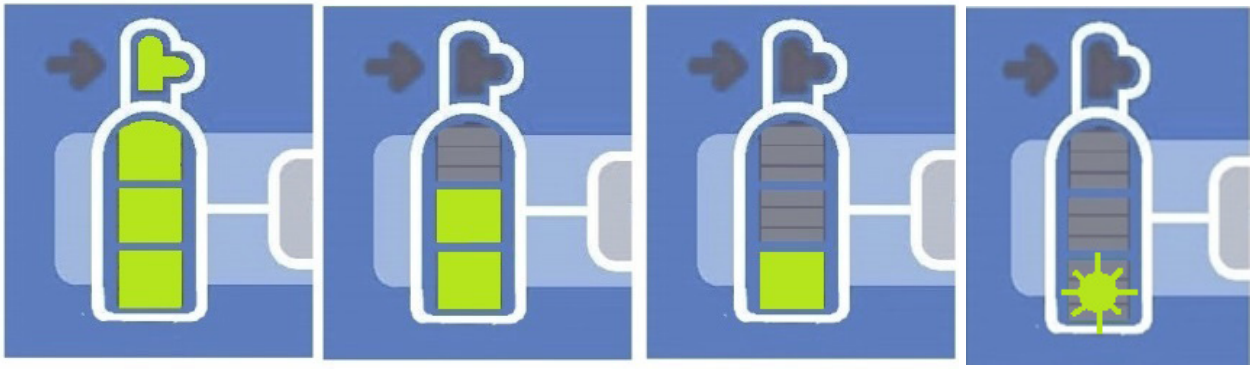

Figura 12: Indicatoarele manometrului N_2O
- Semnificațiile indicatoarelor manometrului de gaz sunt prezentate în Figura 12